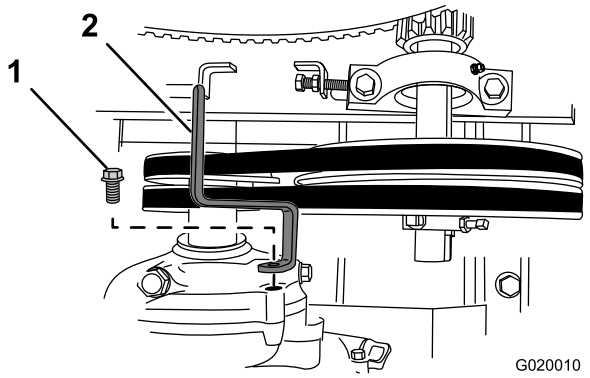

Figure 71
3. Remove the bolt that secures the belt guide to the engine, and remove the belt guide (Figure 71).
7. Loosely secure the belt guide to the engine (Figure 71) with the bolt that was removed in step 3 of Removing the Belts (page 41).